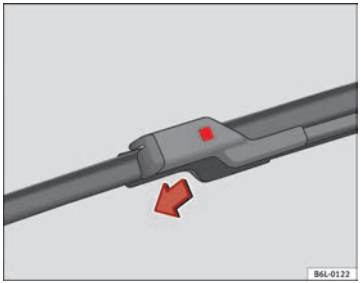

Fig. 132 Cambio escobilla limpiaparabrisas
– Oprima el botón de seguridad ⇒ fig. 132.